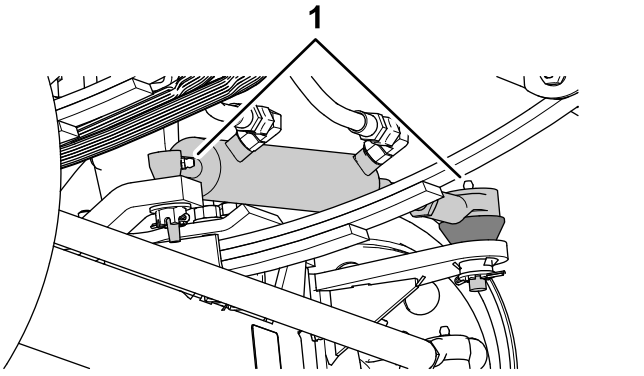
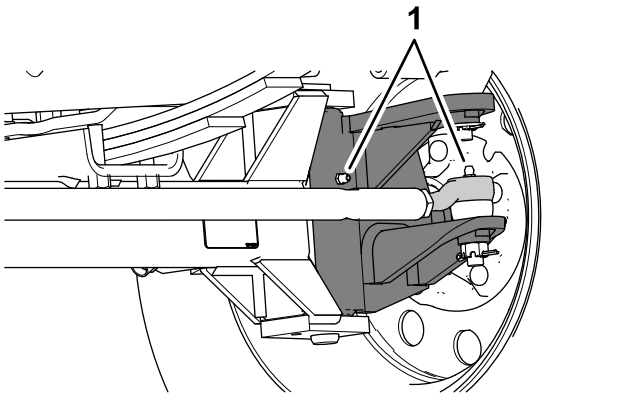

Bild 71
Bild 72
1. Wischen Sie die Schmiernippel mit einem sauberen Lappen ab (Bild 71 und Bild 72).
2. Pressen Sie Fett in die Schmiernippel (Bild 71 und Bild 72).
Hinweis: Die Positionen der Schmiernippel sind in Bild 71 abgebildet.